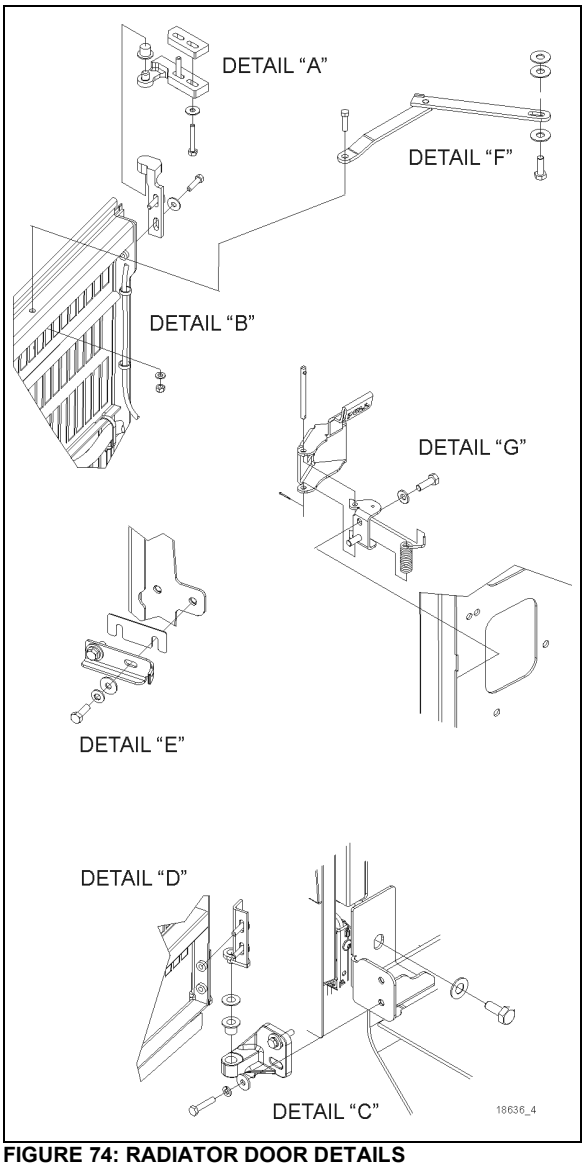

**FIGURE 74: RADIATOR DOOR DETAILS**
1. Loosen the bolts, (“A” & “C”, Figure 74) holding the hinge to the vehicle structure to shift the door "LEFT or RIGHT".
2. Loosening the bolts (“B” and “D”, Figure 74) allows the door to be shifted "UP or DOWN".
To adjust the latch mechanism ("E" and "G", Figure 74) and the striker pin:
1. Open the door and slightly loosen the latch tab ("E", Figure 74).